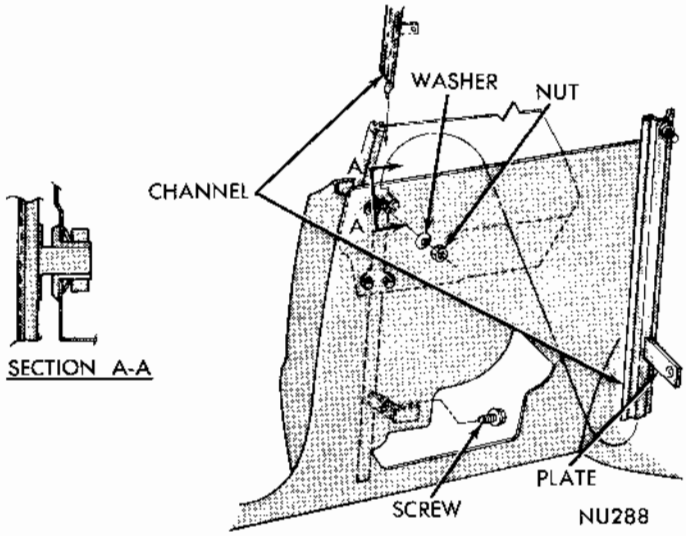
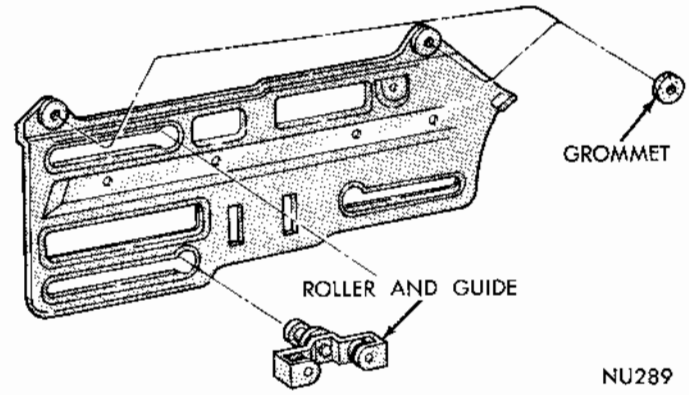
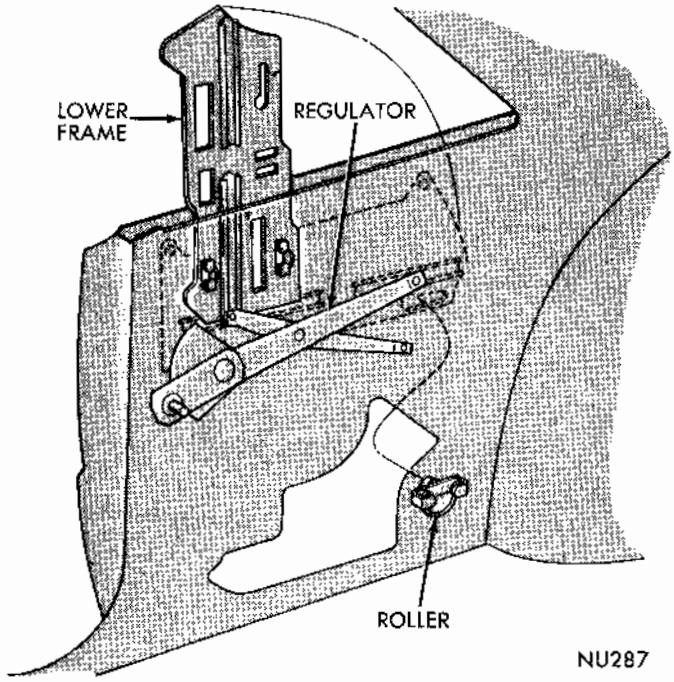

Fig. 39 - Front Track Assembly
Fig. 40 - Glass Lower Frame Assembly
Fig. 42 - Glass Lower Frame Replacement
(1) Remove nut and washer from sleeve nut at upper end of track (Fig. 39).
(2) Remove track lower plate to support screw.
(3) Push track inward and move track and roller assemblies rearward to disengage rollers from glass lower frame.
(4) Remove track and rollers out of panel through large access hole.
(5) Remove roller assemblies from track (Fig. 40).
(1) Position roller and guide assemblies on track.
(2) Insert track assembly in quarter panel.
(3) Position roller assemblies into slots of glass lower frame (Fig. 40).
(4) Insert sleeve nut on upper end of track into
hole of inner panel (Fig. 39).
Removal (Fig. 42)
(1) Inspect glass lower frame to be sure grommets are installed at the upper outer holes (Fig. 40).
(2) Insert roller and guide assemblies into lower frame front upper and lower slots.
(3) Slide front end of lower frame into panel and engage front of lift channel to slide on regulator front arm (Fig. 42).
(4) Turn frame to normal position and engage rear channel to regulator rear arm slide.
(5) Position roller and guide assembly, on rear track, into rear slot of lower frame.
(6) Install rear track assembly on inner panel.
(7) Install glass assembly.